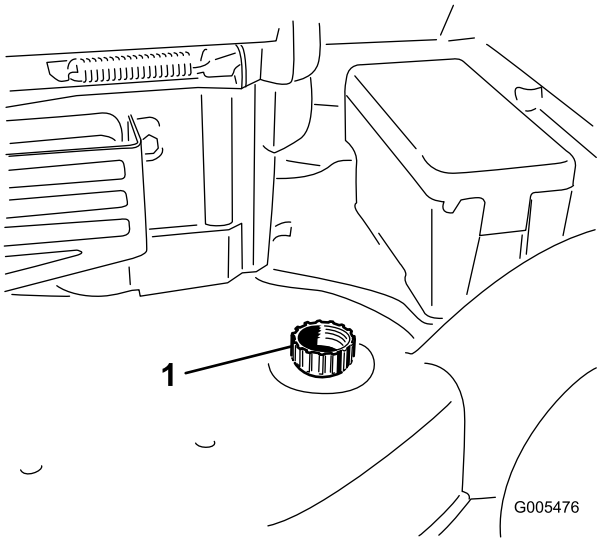

Figuur 43
3. Bevestig een tuinslang die aangesloten op een kraan, aan de wasaansluiting op de maaikast (Figuur 43).